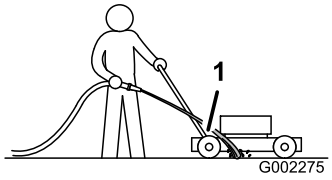

Bild 36
3. Halten Sie den Wasserschlauch auf Griffhöhe und richten Sie den Wasserstrahl unmittelbar vor dem **rechten** Hinterrad auf den Boden (Bild 36).